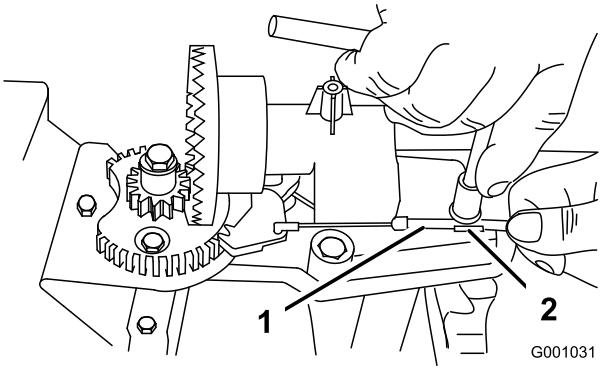
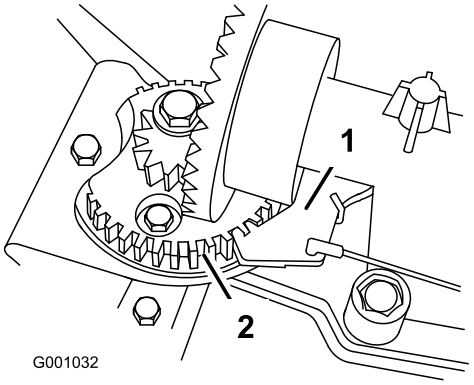

Figur 52
Figur 53
2. Løsn bolten på kabelklemmen (Figur 52).
3. Tag fat i kabelrøret, og bevæg det mod maskinens forende, indtil udblæsningssliskelåsen går helt i indgreb med tandhjulstænderne (Figur 52 and Figur 53).
Bemærk: Låsen er fjederbelastet og går naturligt ind i tandhjulstænderne (Figur 53).